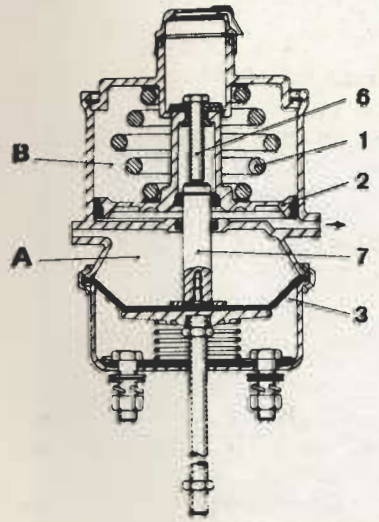
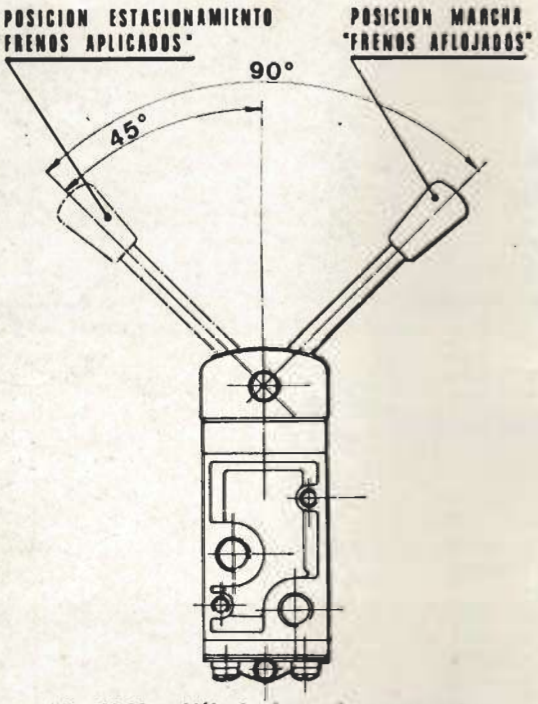

Fig. 11.10. - Freno de estacionamiento y emergencia
Fig. 11.12. - Válvula freno de emergencia
— **Freno de estacionamiento y emergencia** (fig. 11.10). — Al accionar la palanca de la válvula de freno de emergencia (fig. 11.12) a la posición de estacionamiento, se retira la presión del cuerpo (B) de la cámara de freno por medio del orificio "SPRING BRAKE" y el muelle (1) acciona al pistón (2), con lo que el tornillo (6) empuja al manguito (7) y éste, a su vez, a la membrana (3), consiguiéndose el bloqueo de las ruedas.
Aparte de frenar el vehículo mediante la válvula de control doble (fig. 11.12), también se frena de la misma forma cuando, por avería, desaparece la presión del cuerpo (8).